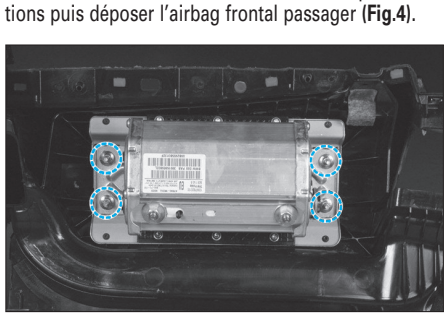

Fig. 4
• Maintenir le module tout en dévissant les quatre fixations puis déposer l'airbag frontal passager **(Fig.4)**.